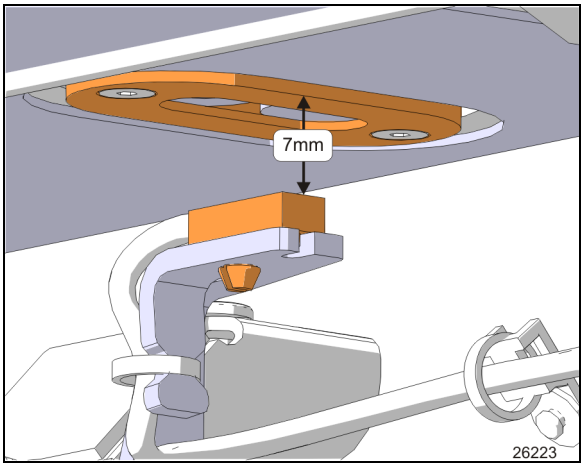

FIGURE 52: SENSOR VERTICAL ADJUSTMENT
3. Bring slowly the sensor toward the outside of the vehicle until the LED turns on. When it does, move it 0.079” (2mm) further in the same direction. Adjust vertically to 7mm from magnet support face (Figure 52). Tighten the mounting bracket screws.
3. Bring slowly the sensor toward the outside of the vehicle until the led turns on. When it does, move it 0.079” (2mm) further in the same direction and adjust vertically to 7mm from magnet support face (Figure 52). Tighten the mounting bracket screws.